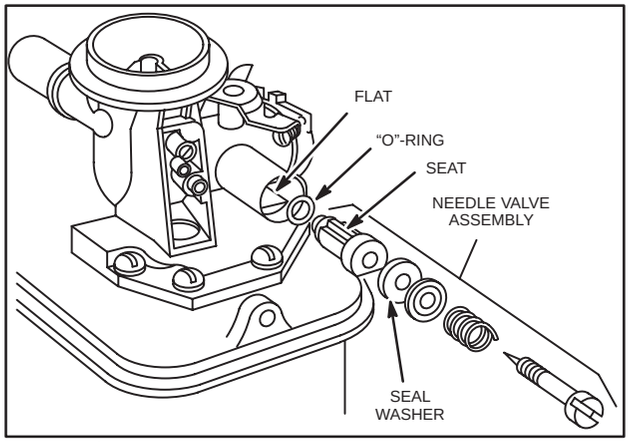

Fig. 247 – NEEDLE VALVE ASSEMBLY, PRESSED-IN TYPE
2. Then turn needle in until large seal washer just touches needle seat, Fig. 247.
4. Install needle valve as an assembly being sure flat on valve seat lines up with flat in carburetor body, Fig. 247.
NOTE: On later carburetors, a slot was added to top of needle valve assembly bore to line up with rib on needle valve assembly, Fig. 247.